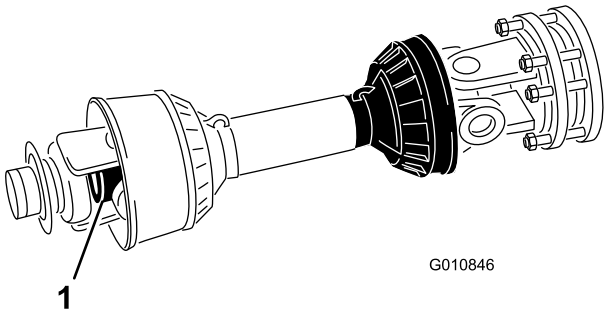

Figur 14
9. Skjut ihop kraftuttagsaxlarnas rör tills de är helt infällda. Kontrollera att det **inre** röret inte skjuter ut över kryss- och lagerdelen av den yttre tuben (Figur 14). Om det händer ska du kapa av **mer** på det inre röret för att åtgärda problemet.